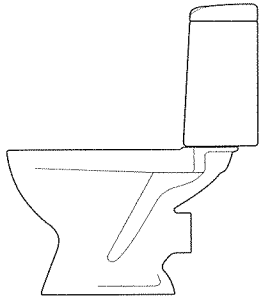

Рис.5
-ун. воронкообразный с горизонтальным выпуском с цельноотлитой полочкой (рис. 5).